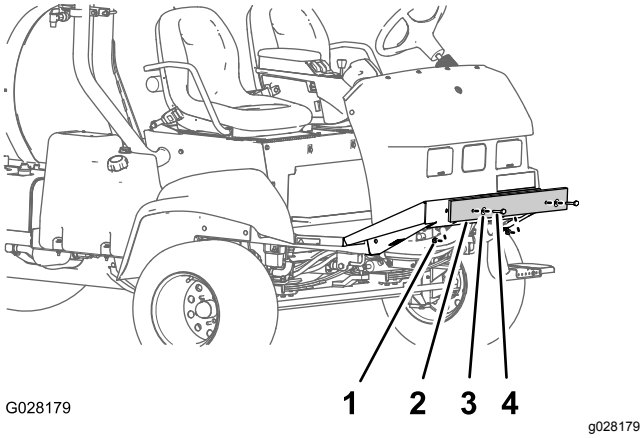

**Рисунок 4**
1. Снимите болты, шайбы и гайки, которые крепят транспортировочный бампер к передней пластине шасси (Рисунок 4).
2. Снимите транспортировочный бампер с машины (Рисунок 4).